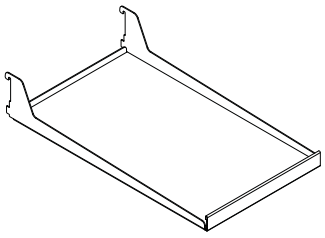

Figura 14
(2) estantes en voladizo con marco y vidrio plano (vea la Figura 14).
(1) estante en voladizo con vidrio plano, medio ancho (vea la Figura 14).